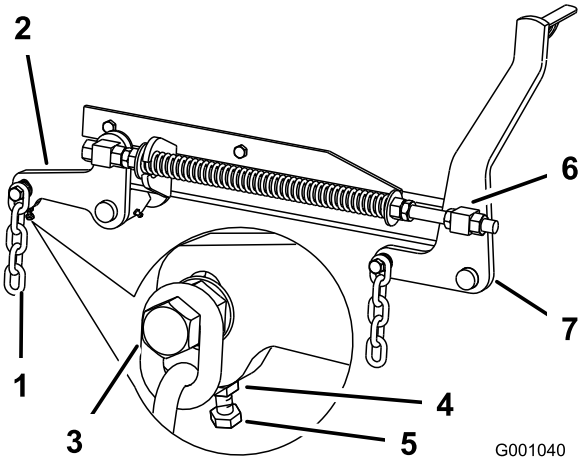

Figur 76
7. Hvis målingerne ved position **B** eller **C** ikke er korrekte, skal du løsne bolten, som fastholder bagkæden til den bageste støttearm (Figur 76).
8. Løsn kontramøtrikken under den bageste støttearm, og juster justeringsbolten for at opnå et mål på 79 til 83 mm (Figur 76).
7. Løsn de forreste drejeleds kontramøtrikker ved forenden af højre og venstre drejeled, ca. 13 mm (Figur 76).
8. Juster løftemøtrikkerne på maskinens venstre og højre side for at få en måling, der er 6 til 10 mm lavere foran ved **A** end bagest ved **B** (Figur 76).